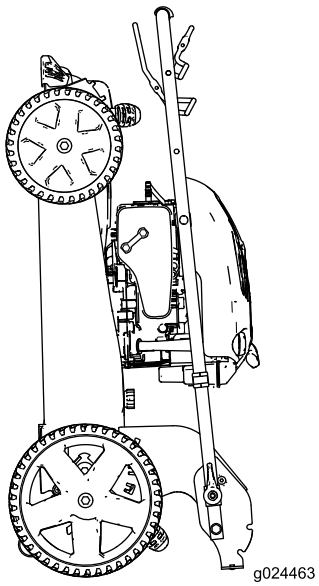

Figur 19
6. Løft fronten af maskinen op i håndtaget, og flyt den hen på en opbevaringsplads (Figur 19).